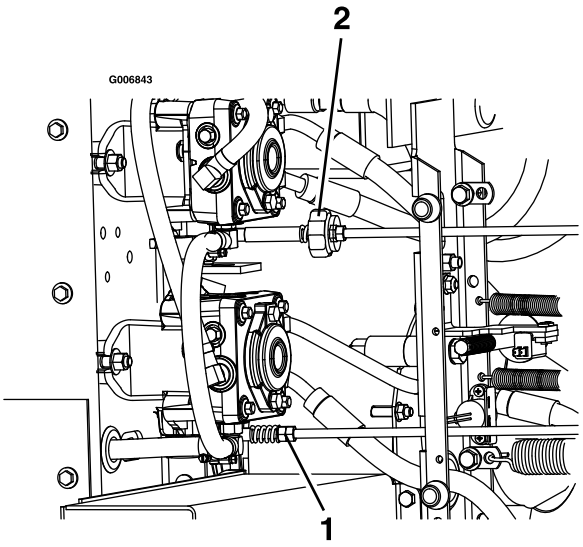

Bild 63
9. Stellen Sie zum Erhalten der NEUTRAL-Stellung die Gestänge der linken und rechten Pumpensteuerstange ein, die die Lenksteuerung mit den Pumpensteuerarmen verbindet, bis die Räder anhalten oder leicht rückwärts kriechen (Bild 63).
11. Drehen Sie die doppelten Muttern am Bauteil mit einem Schraubenschlüssel, um das rechte Pumpengestänge einzustellen (Bild 63)